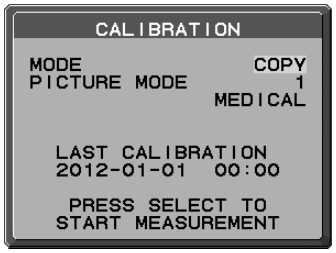

Figure C.3
3. Utilisez les touches « GAUCHE » et « DROITE » de l'écran B pour sélectionner le MODE « COPY » (COPIER) **(Figure C.3)**.